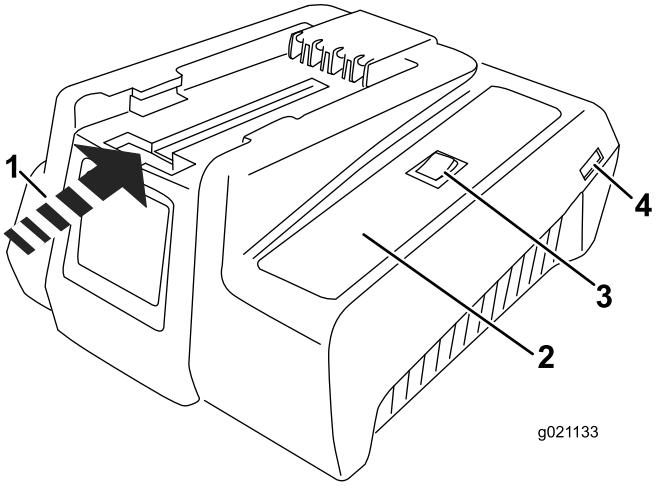
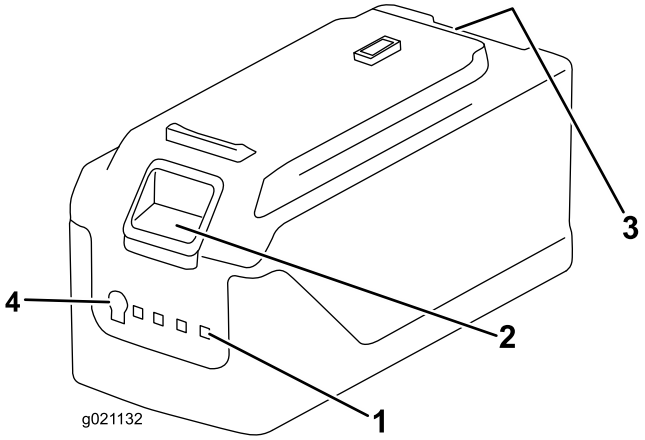

Figur 12
Figur 13
1. Anslut nätsladden till laddaren (Figur 12) om det inte redan är gjort, och sätt sedan i nätsladden i ett nätuttag.
2. Vänd upp och ned på batteriet och rikta in batteripolen mot spåret i laddaren (Figur 12 och Figur 13).